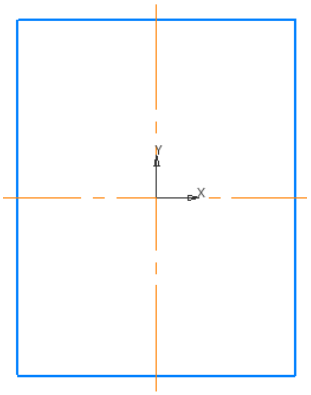

Рис. 5.2
5) Подведите появившийся фантом прямоугольника к центру координат и зафиксируйте построение щелчком по левой клавише мыши (рис. 5.2).